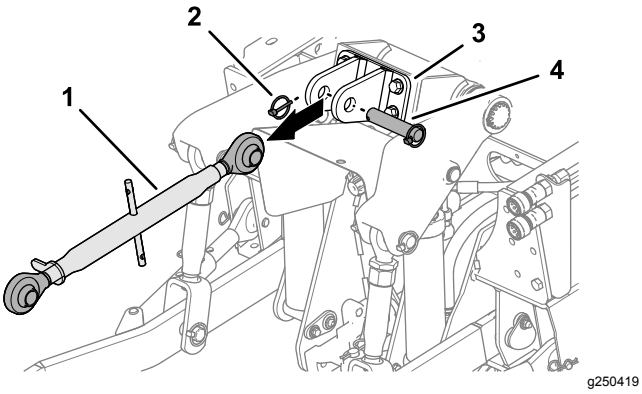

Figur 25
3. Avlägsna hjulsprinten, sprintbulten och de övre trepunktslänkagen (i förekommande fall) från det övre länkfästet (Figur 25).